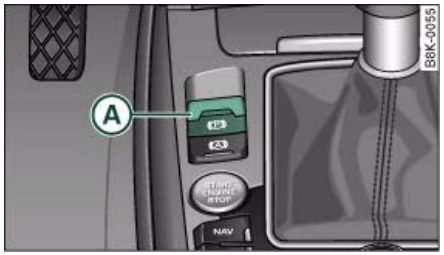

Fig. 132 Centre console: Parking brake
– Pull switch (A) ⇒ fig. 132 to apply the parking brake. The indicator lamp in the switch will light up.